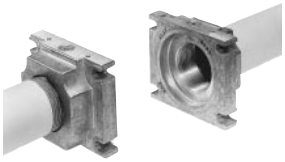

Fig. 9
3. Montare il MultiBloc fra le flange filettate (Fig. 9)